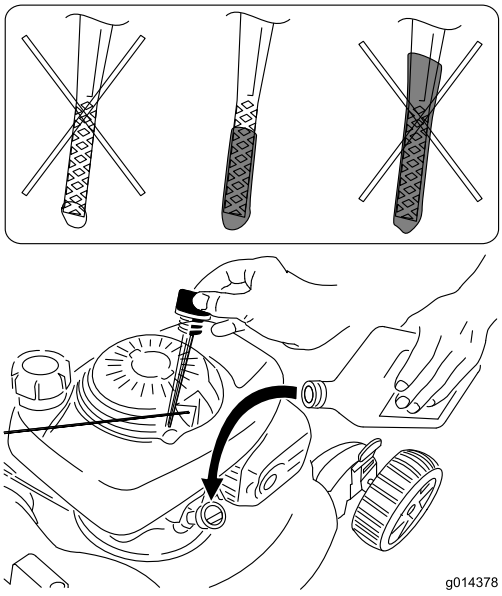

Figuur 7
2. Neem de peilstok eruit (Figuur 7) en giet ongeveer 3/4 van de capaciteit van het oliecarter in de vulbuis.
5. Haal de peilstok eruit en controleer het oliepeil (Figuur 7).